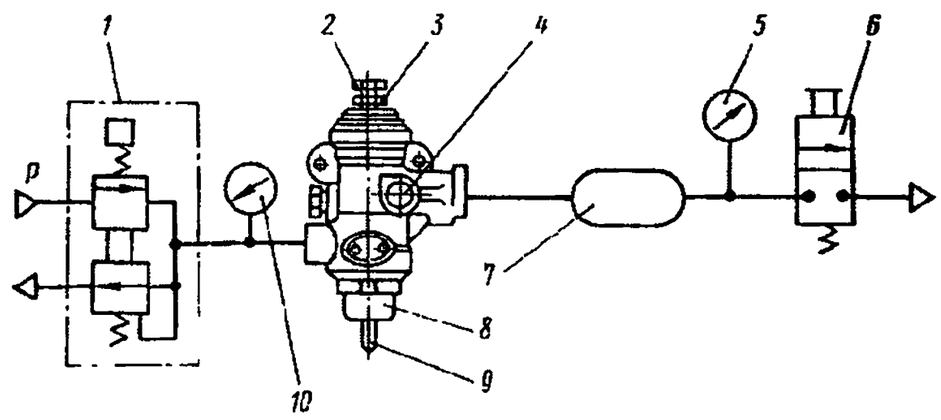

Рис. 302. Схема подключения регулятора давления:
1. Подключите регулятор по схеме, изображенной на рис. 302. Отверните гайку-барашек от клапана *4* отбора воздуха.